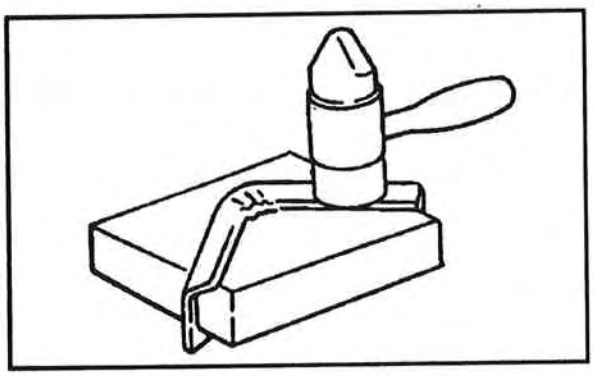

Figure 5-20. Planishing a flange
- Planish the flange after it is flattened against the forming block and remove small irregularities. With hardwood forming blocks use a metal planishing hammer; with metal blocks use a soft-faced mallet. Trim the excess material away, file, and polish (Figure 5-20).